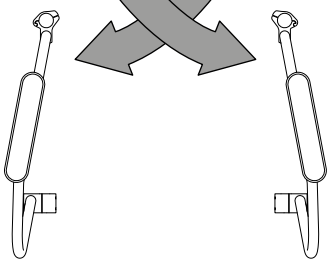

fig. 16
2. Il posizionamento inverso offre ulteriore spazio per le cosce (fig. 16).